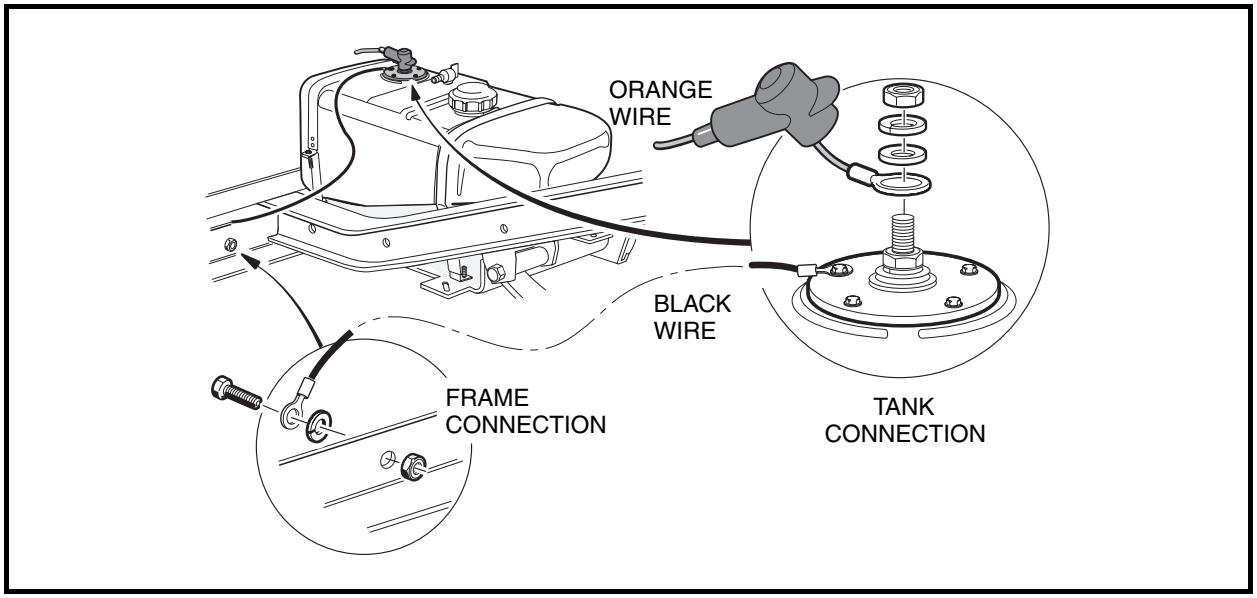

Figure 14-14 Fuel Level Sending Unit
9. If vehicle is equipped with a fuel gauge, disconnect the black wire and orange wire from the fuel level sending unit on the tank **(Figure 14-14, Page 14-24)**. Do not remove the lower nut on the center stud of the sending unit. **See following WARNING.**
7. Slide the rubber boot over the stud **(Figure 14-14, Page 14-24)**.